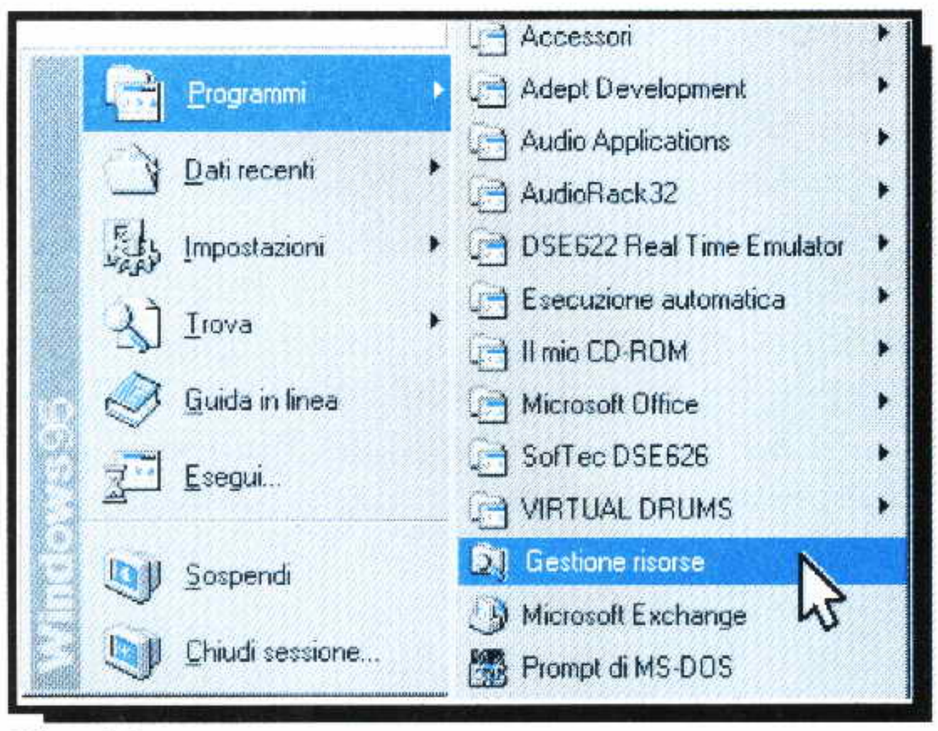

Fig. 13
– Quando siete in **Windows 95** portate il cursore sulla scritta **Avvio** (vedi fig.1) e cliccate. Nella finestra che appare scegliete **Programmi** e nel menu a destra portate il cursore su **Gestione Risorse** quindi cliccate (vedi fig.13).